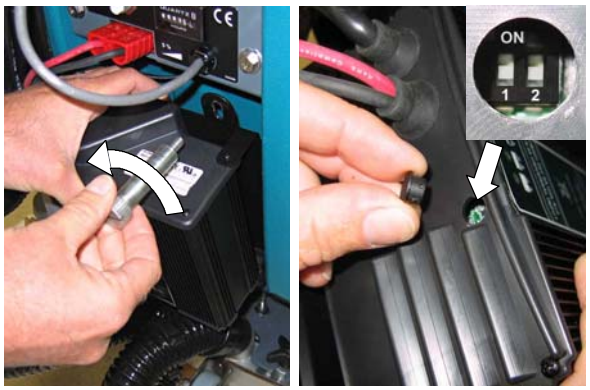

AFB. 29
1. Haal de oplader uit de machine (afbeelding 29).
2. Verwijder de plug aan de onderkant van de oplader voor toegang tot de profielschakelaars (afbeelding 29).